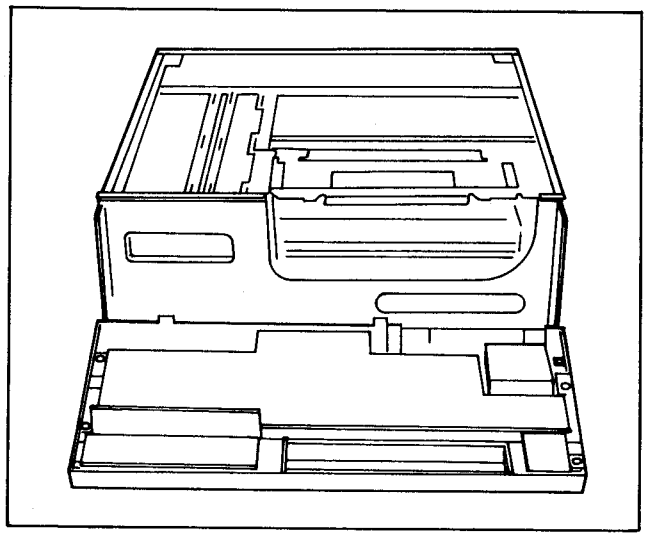

Figure D8
2. Lift the Front Panel and carefully pull the panel off from the unit as shown in Figure D8.